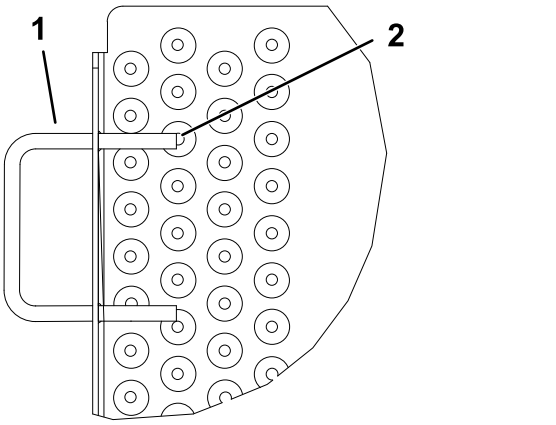
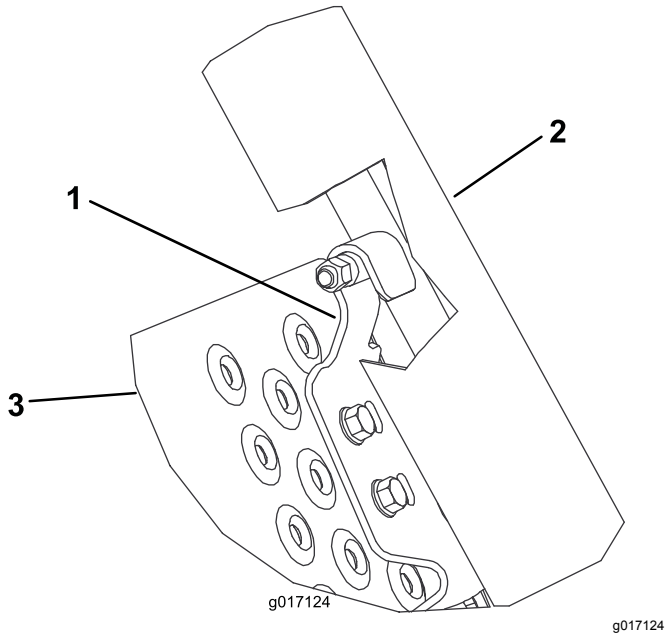

Figura 3
Figura 4
6. Coloque las placas de enganche del kit en cada lado de la rampa de manera que queden alineadas con la parte inferior de las rampas de carga, que se enganchen las clavijas recubiertas de las rampas de carga y estén alineadas con los taladros de la rampa (Figura 4). Utilice un solo par de taladros de montaje para cada placa de enganche.
Nota: Si el asa de la rampa obstaculiza la fijación de la placa de enganche, rebaje un extremo del asa para dejar libre el taladro, según sea necesario (Figura 3). Retoque la pintura.
8. Eleve y bloquee la rampa. Ajuste las placas de enganche hasta que se enganchen en las clavijas, y apriete los tornillos y las tuercas con arandela prensada (Figura 3 y Figura 4).